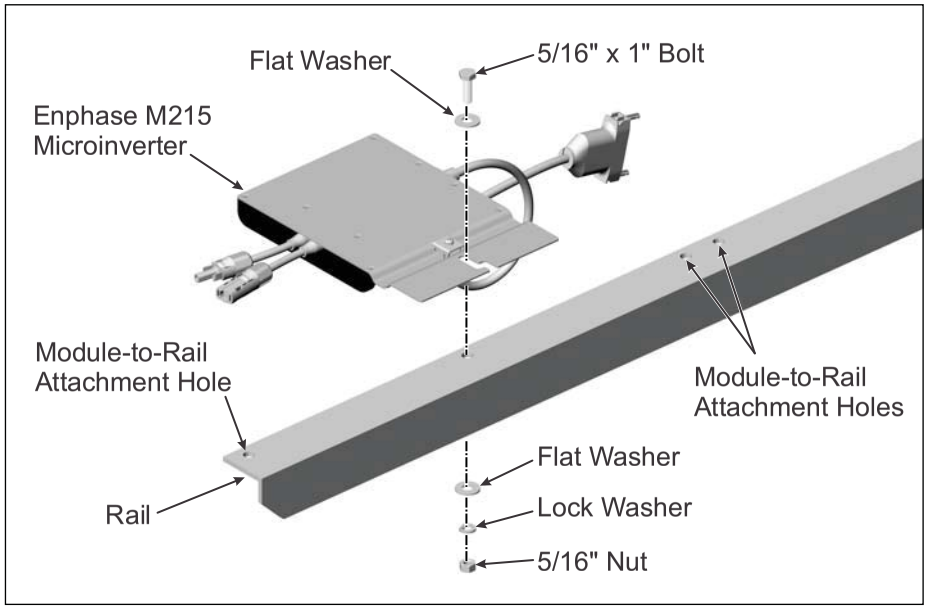

Figure 3: Attaching Microinverter to Rail
B. Attach the Inverter to the Rail and tighten securely. (See Figure 3)